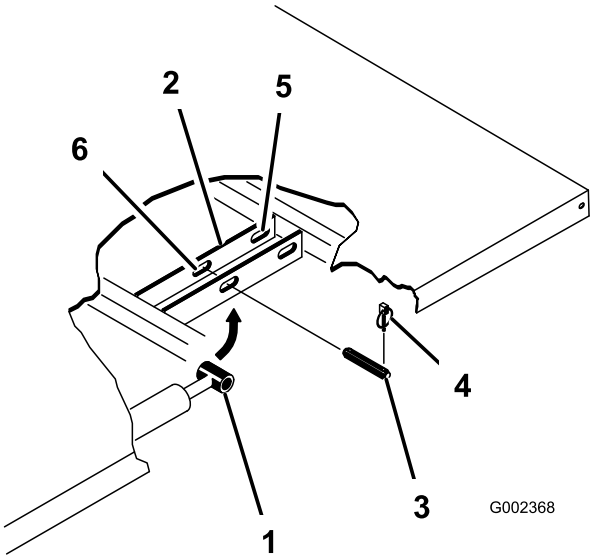

Figuur 32
3. Verwijder de lynchpennen van de uiteinden van de gaffelpennen van de cilinderstang (Figuur 32).
4. Verwijder de gaffelpennen waarmee de uiteinden van de cilinderstang vastzitten aan de bevestigingsplaten van de laadbak, door de pennen naar binnen te drukken (Figuur 32).
5. Verwijder de lynchpennen en de gaffelpennen waarmee de draaibeugels zijn bevestigd aan de framebalken (Figuur 32).